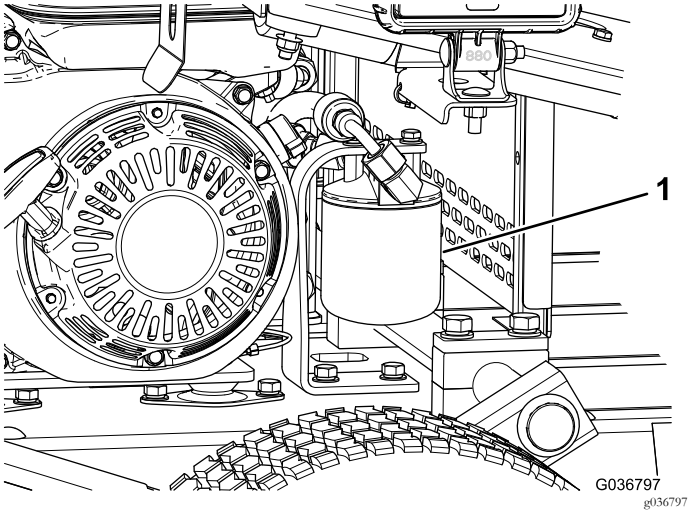

Figur 37
5. Anbring en drænbakke under filteret, og afmonter filteret (Figur 37).